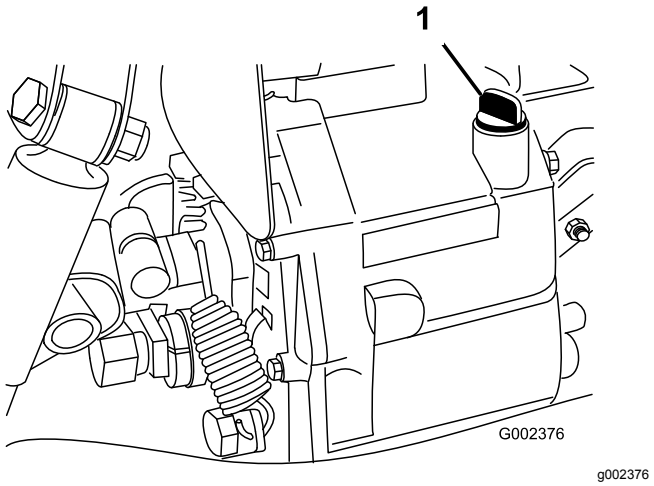

**Figuur 20**
2. Reinig het gebied rond de peilstok (Figuur 20).